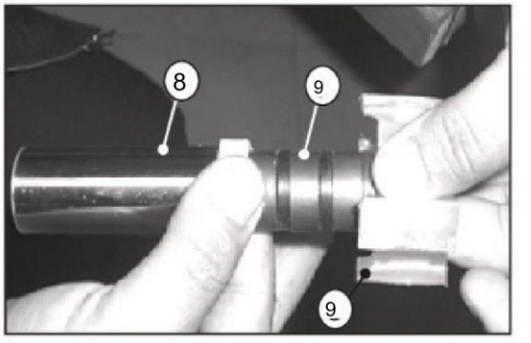

Fig. 5.17d
VIGTIGT: Afmonter ikke magneterne (9), da disse er samlet i polaritetsrækkefølge, og de må ikke forstyrres (fig. 5.17d).